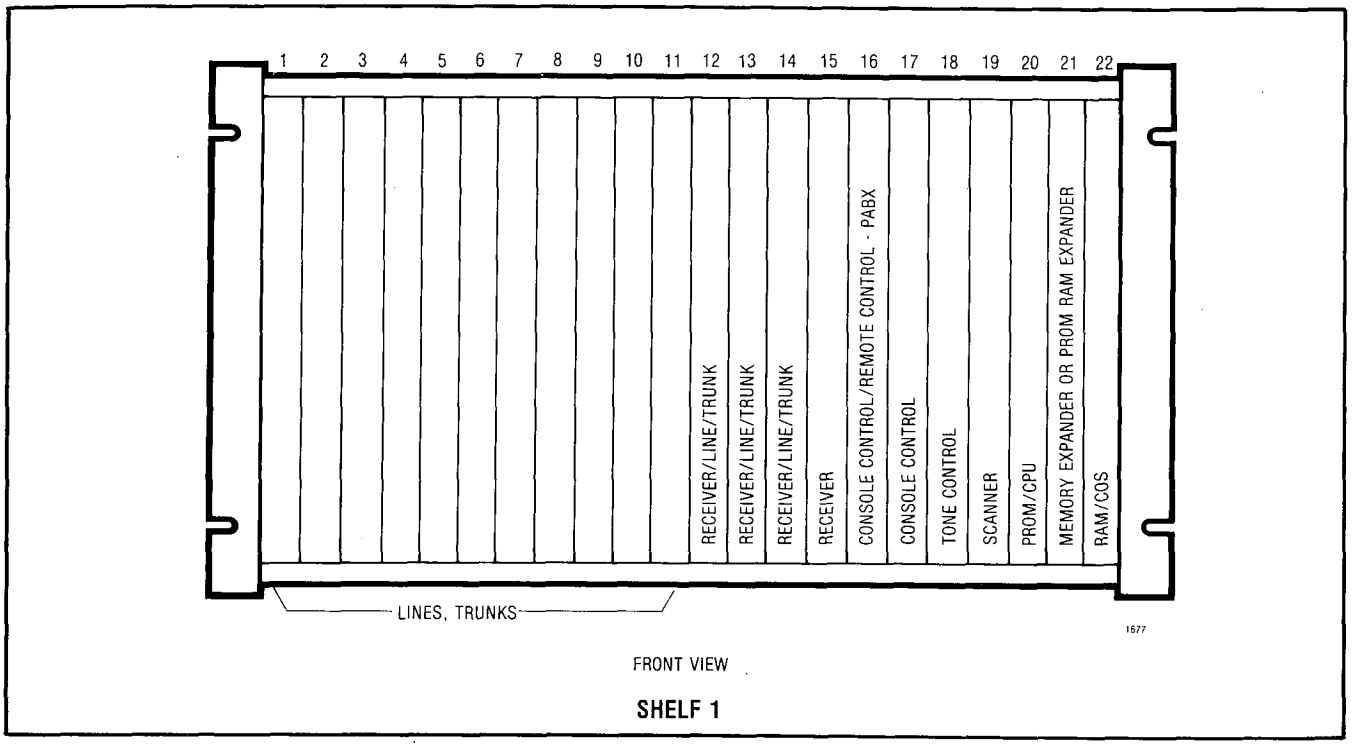
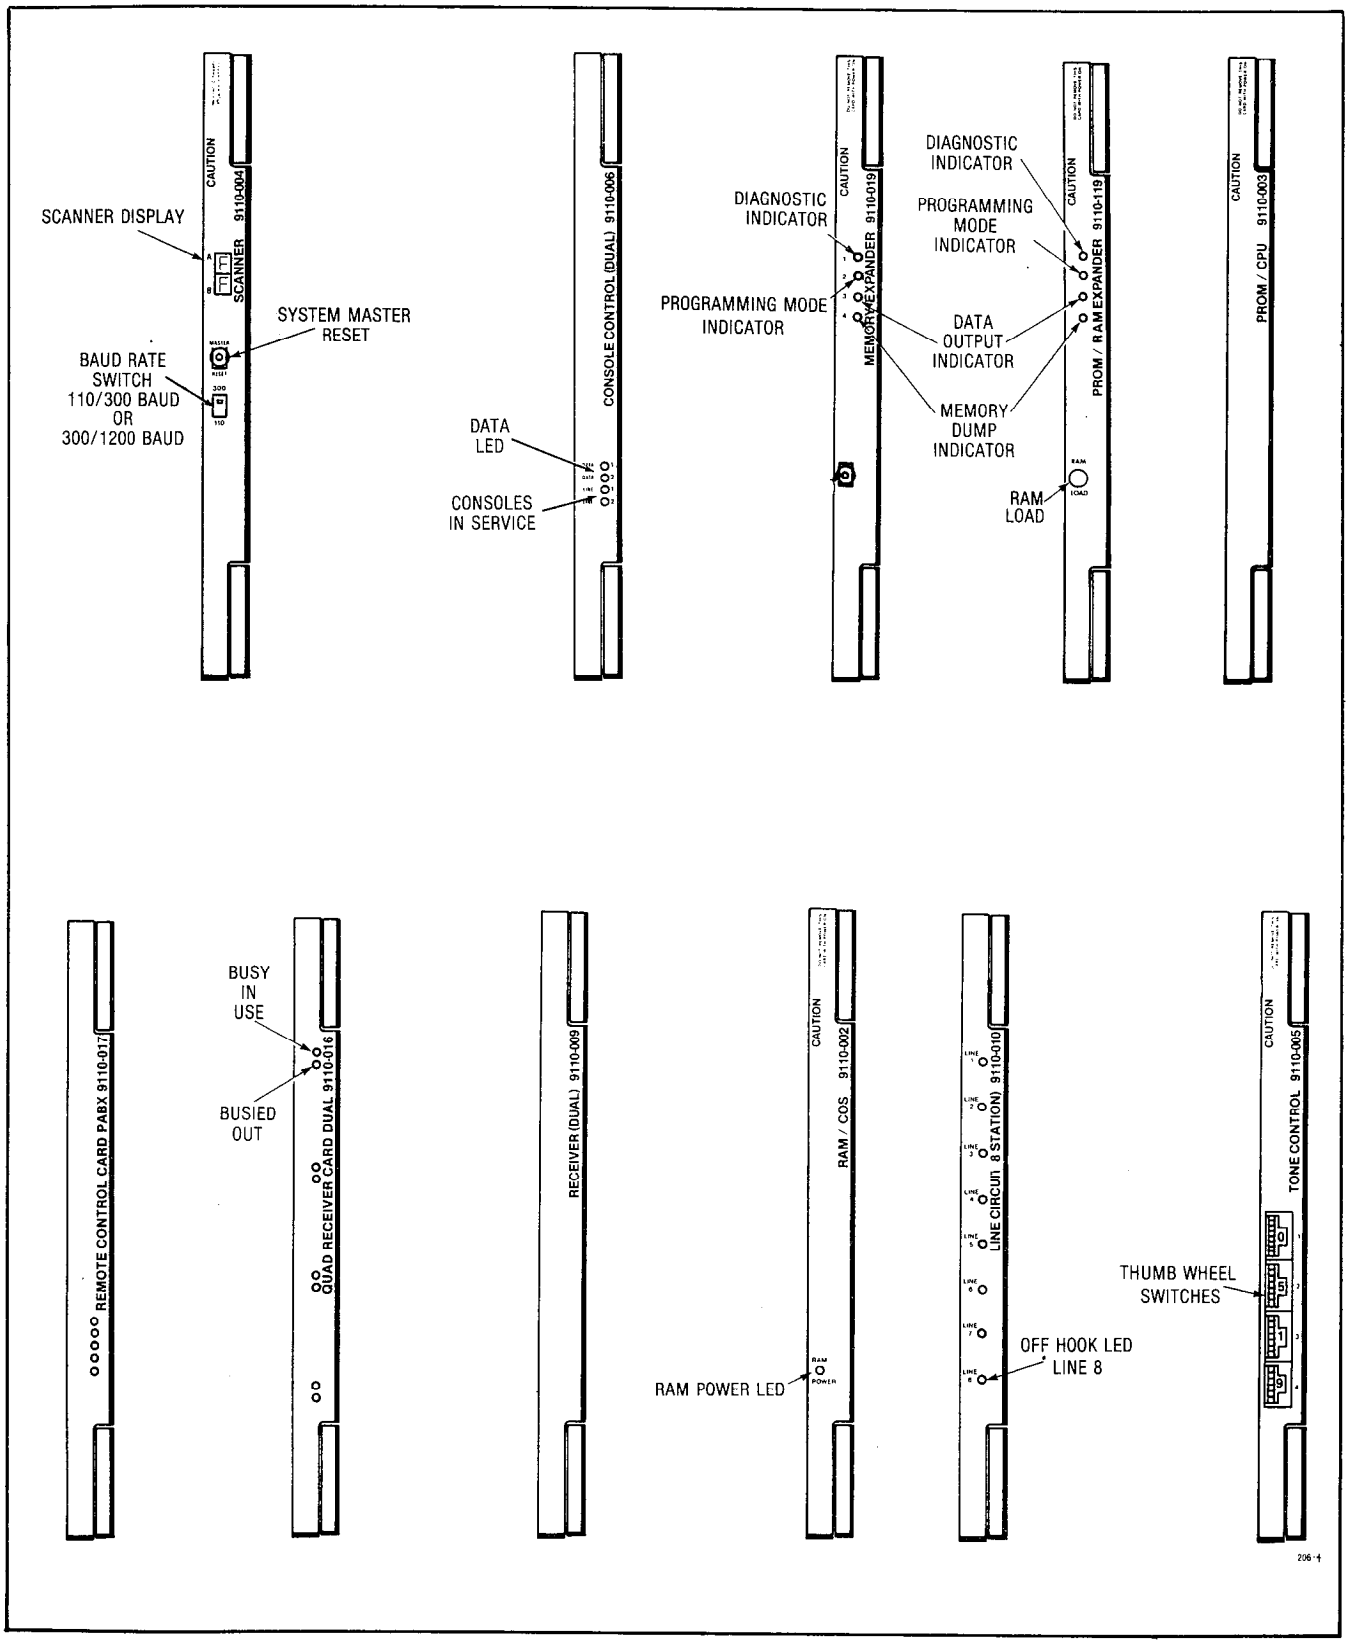

Fig. 2-1 Equipment Shelf
Fig. 2-2 Equipment Cards
2.02 Card Shelf: Fig. 2-1 illustrates the card locations in the equipment shelf or shelves. A visual display of all cards is shown in Fig. 2-2 and Fig. 2-3. Fuses on the backplane of the shelf are described in paragraph 2.22.
2.03 Both the SX-100 and SX-200 employ only nine basic and four optional types of cards in the card shelf (Fig 2-2 and Fig. 2-3). These may be used in either system, minimizing stocking and control problems for field maintenance.
2.04 RAM/COS Card (basic): This printed circuit card contains the system 8K byte scratch pad (volatile) Random Access Memory, together with 2K bytes of CMOS (non-volatile) Random Access Memory which is used for the storage of customer configuration data (Class of Service options, numbering plan etc.). No functions other than memory read/write functions are performed on this card. (See Fig. 2.2). This card also contains a RAM battery pack with an LED that will be lit to indicate that the pack is seated correctly and is charging.
2.07 PROM/CPU Card (basic): The PROM/CPU card contains system generic programs in Programmable Read Only Memory (PROM), and also contains the microprocessor, which together with the generic program constitutes the intelligence of the PABX. The basic system clock is also located on this card (See Fig. 2-2).
2.08 Scanner Card (basic): The scanner card (Fig. 2-2) contains a two digit display which is used to display faulty card positions. It may be used in conjunction with the test line to display the status of selected circuits and to support the customer data Load and Dump. The two digit display is read from top to bottom. If a card is malfunctioning, the display will show the position number of the faulty card (01-22 for equipment shelf 1 and 31-42 for SX-200 equipment shelf 2).
2.09 Tone Control Card: This card provides dial tone, busy tone, ringback tone and miscellaneous tone, along with two DTMF generators and two rotary dial generators which are used for diagnostic tests. The DTMF generators are also used when dialling from the console. The four thumbwheel switches used with the test line and programming are also located on the tone control card. In addition, the circuits for Page 1 and Page 2 outputs, and the music on hold inputs are located on this card. (See Fig. 2-2)
2.10 Console Control Card (basic): The console control card provides the interface between the PABX and two consoles. Console control card number 1 (position 17) is allocated to the maintenance console connector and the attendant console number 1 connector. Console control card number 2 (position 16) is allocated to the attendant console number 2 connector. The card provides both voice and data signals to and from each console. (See Fig. 2-2). To identify the console, the operator may press the IDENT button. The last segment in the DESTINATION Display identifies the console as; 0 for maintenance, 1 for console 1, or 2 for console 2.
2.15 Line Card: The line card contains 8 separate line circuits. The line circuit detects on and off-hook conditions, which are recognized by the scanner, and reported to the processor for appropriate action. Dial signals (rotary dial or DTMF) are passed over the speech path selected for the conversation. (See Fig. 2-2). The LED on each line circuit provides an indication that the line circuit has detected an off-hook condition. The LED is driven directly from the off-hook detect circuit in the line circuit. It turns ON when an off-hook condition is detected and will flash when dial pulses are sent.